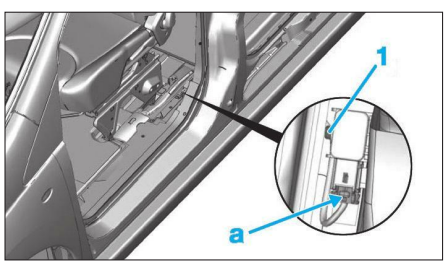

**Fig. 21**
• Débrancher le connecteur (a) et déposer la vis (1) **(Fig.21)**.